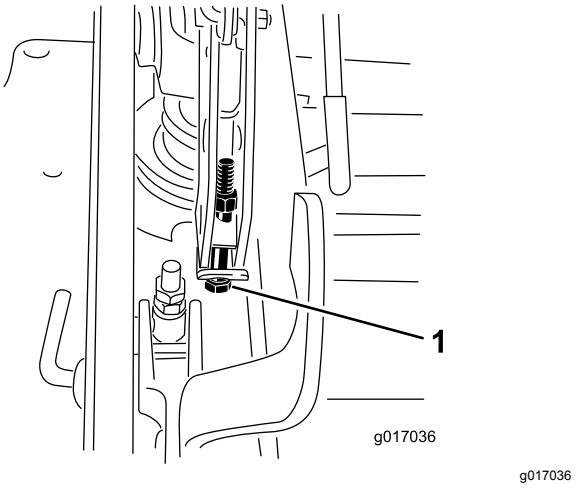

Figuur 111
12. Als het maaidek te laag is, draai dan de stelbout van het enkelpuntssysteem vast door deze rechtsom te draaien. Als het maaidek te hoog is, draai dan de stelbout van het enkelpuntssysteem los door deze linksom te draaien (Figuur 111).